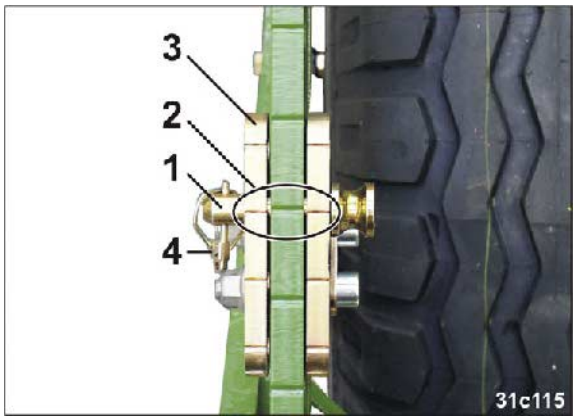

**Fig. 82**
La profondeur de travail peut être réglée avec précision et verrouillée à l'aide d'un axe (Fig. 82/1).
Alignez toujours deux encoches (Fig. 82/2) en déplaçant le limiteur de profondeur (Fig. 82/3).
**Plus le limiteur de profondeur (Fig. 82/3) est éloigné du vérin hydraulique, plus la profondeur de travail est élevée.**
Sécurisez l'axe à l'aide d'une goupille d'arrêt (Fig. 82/4).